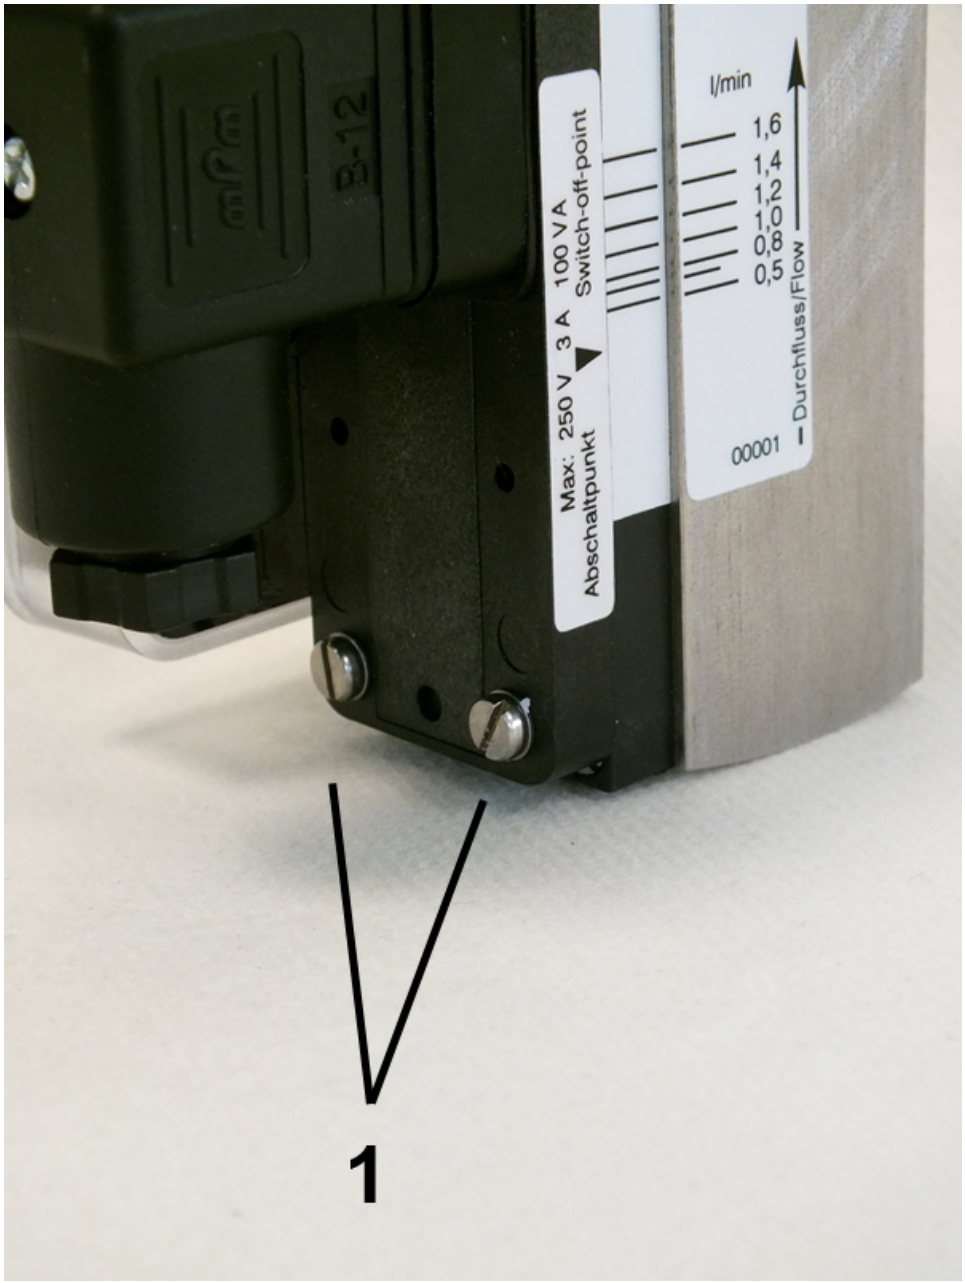

Fig. 24: Loosen set screws
1. Loosen the switch contact housing set screws (*Fig. 24*/1) using a flat-bladed screwdriver.
3. Re-tighten the switch contact housing set screws (*Fig. 24*/1) using a flat-bladed screwdriver. Observe the correct tightening torque.